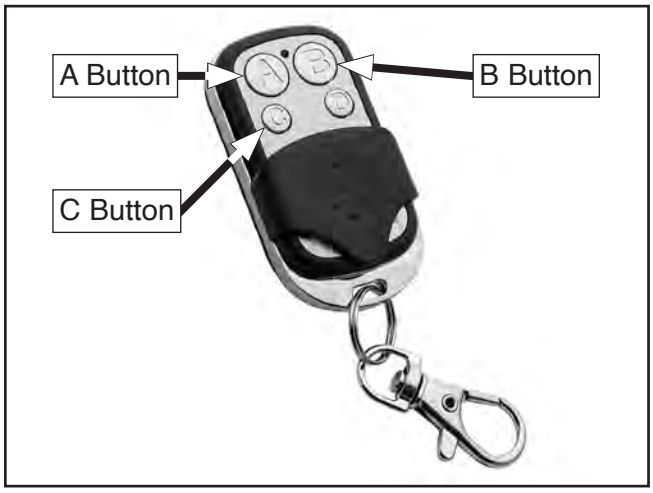

Figure 40. Location of remote control buttons.
9. Press A button to turn main motor ***ON*** (see **Figure 40**). Motor should run smoothly with little or no vibration or rubbing noises.
10. Press B button to turn main motor ***OFF*** (see **Figure 40**).
11. Press C button (see **Figure 40**) to turn filter brush motor ***ON***.